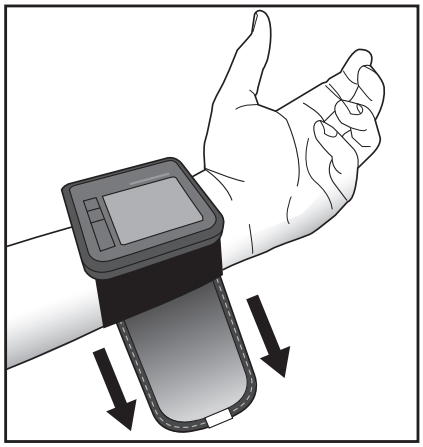

Fig. 1
4. Apply the cuff to your left wrist so that the digital display face is positioned on the inside area of your wrist facing you, Fig. 1.